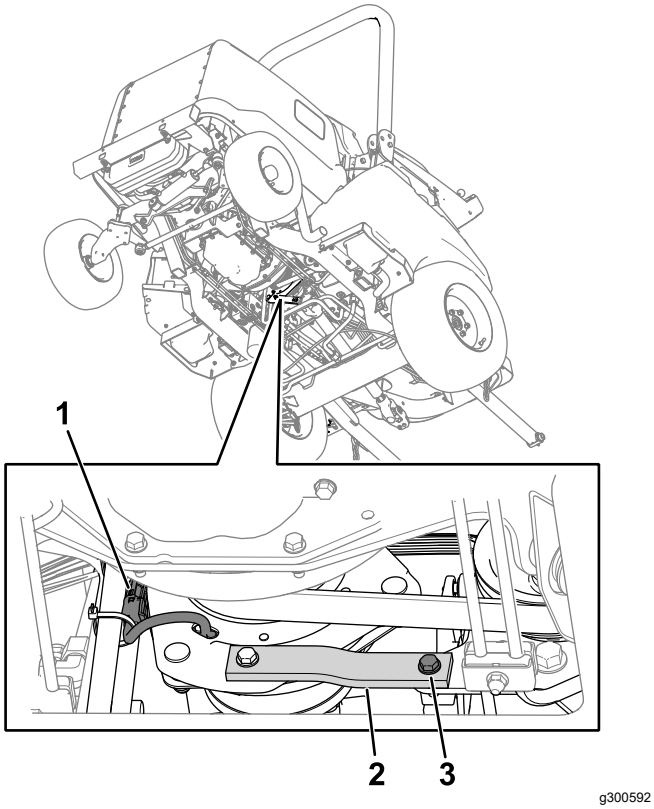

**Figura 79**
2. Scollegate il connettore del cablaggio preassemblato della frizione dal cablaggio preassemblato della macchina (Figura 79).
3. Rimuovete il bullone, la rondella e il dado dal cinghiolo in gomma (Figura 79) sul telaio.